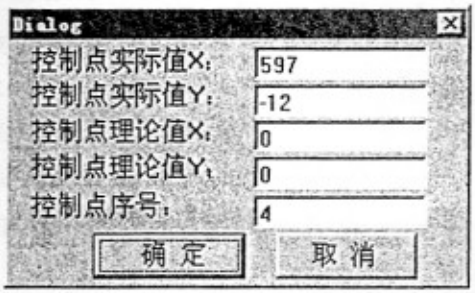

图 6-6　设置校正控制点参数
采集实际值时是否同时输入理论值：选择该选项后，在执行下面第五步“添加校正控制点时”系统就会弹出图 6-6 所示的输入窗口让用户输入该点的理论值。
5. 添加校正控制点：利用添加控制点可以采集图形中控制点的实际值，同时可在图 6-6 所示对话框中输入理论值。